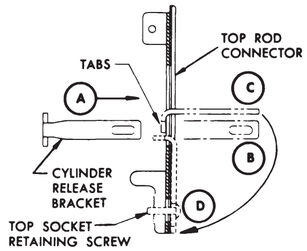

FIG. 2C
C. Install cylinder release bracket on **5547NL** device only. Note that handing stamped on bracket corresponds with handing of door. (See Fig. 2C) (Supplied with trim)